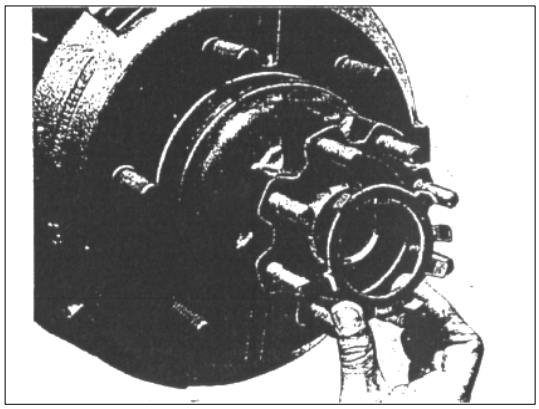

РИС. 373
9) Снимите индикатор со ступицы и поставьте новую стопорную шайбу на внутреннюю кольцевую гайку (см. рис.373).